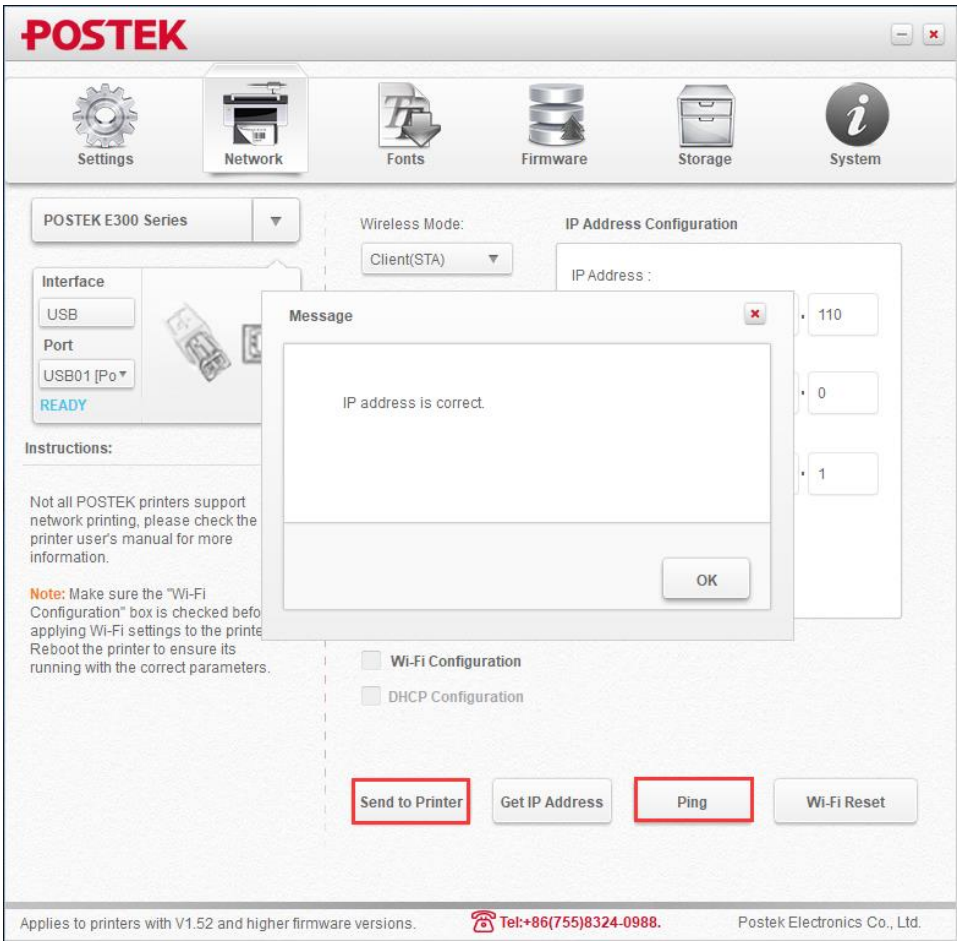

Figure 2-30 Successful Configuration
6. Click "Send to Printer", the [MEDIA] and [RIBBON] indicators will blink simultaneously, when the two indicators are lit and return to a steady state, click "Ping" to check whether the configuration is successful or not, as shown in Figure 2-30.